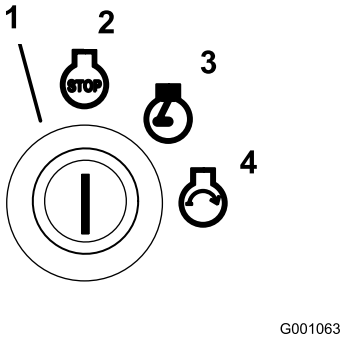

**Figur 13**
6. Drej tændingsnøglen med uret til positionen Run (Kør) (Figur 13).
9. Drej nøglen til startpositionen. Gløderørskontrollampen tændes. Slip nøglen, når motoren starter (Figur 13).
2. Drej tændingsnøglen med uret til positionen Run (Kør) (Figur 13).
4. Drej tændingsnøglen til positionen Off (Fra) (Figur 13). Vent, til alle bevægelige dele er standset, før du forlader betjeningspositionen.